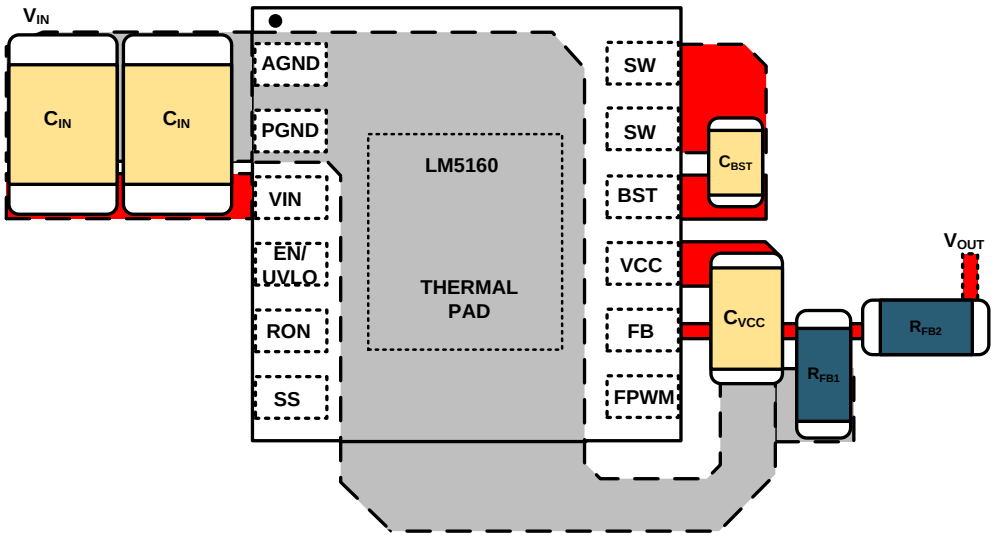

Figure 35. Placement of Bypass Capacitors
- C_{IN}: The loop consisting of input capacitor (C_{IN}), VIN pin and PGND pin carries the switching current. The input capacitor must be placed close to the IC, directly across VIN and PGND pins, and the connections to these two pins must be direct to minimize the switching power loop area. In general, it is not possible to place all of input capacitances near the IC. A good layout practice includes placing the bulk capacitor(s) as close as possible to the VIN pin (see Figure 35). A bypass capacitor measuring 0.1 µF must be placed directly across VIN and PGND (pin 3 and 2, respectively), as close as possible to the IC while complying with all layout design rules.
- C_{VCC} and C_{BST}: The VCC and bootstrap (BST) bypass capacitors supply switching currents to the high-side and low-side gate drivers. These two capacitors must also be placed as close to the IC as possible, and the connecting trace length and loop area must be minimized (see Figure 35).